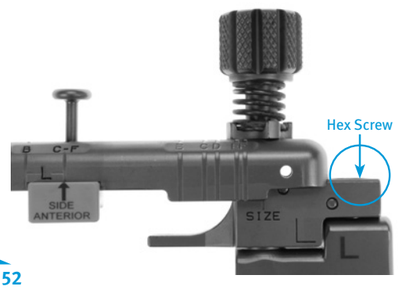

Fig. 152
- Adjust the base slider by loosening the thumb screw of the Condylar Trephine Guide so that the recessed hex screw is accessible for attachment of the Trephine Guide Bushing **(Fig. 152)**.